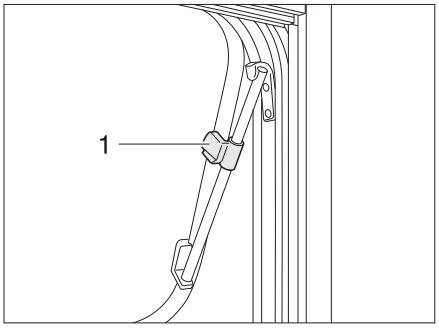

Fig. 34 Hinged window with rotary hinges, open
- Open the hinged window until the required position has been reached and secure in position using the knurled knob (Fig. 34,1).
- Turn the knurled knob (Fig. 34,1) until the latch is released.